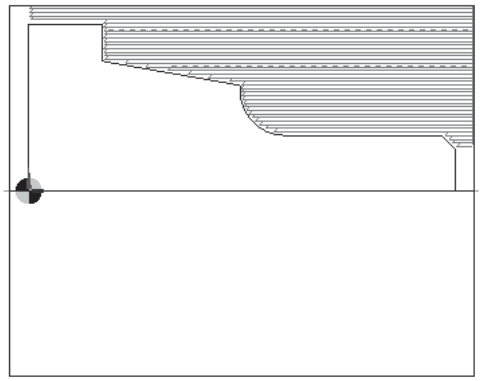

Figure 7-38 Rough turning toolpath generated
9. You are prompted to digitise the billet or the start point of the cycle. Select the top right-corner of the stock. The rough turning toolpath will be generated, as shown in Figure 7-38.